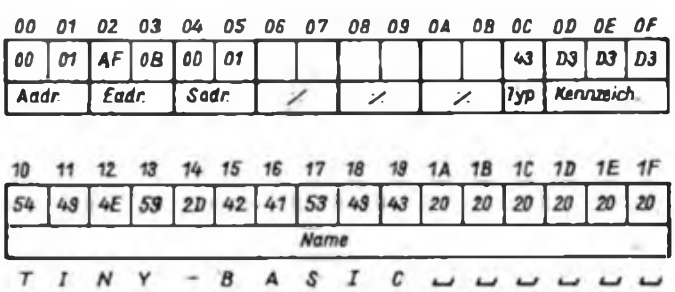

Bild 1: Aufbau des Filekopfes nach [1]
Bild 1 zeigt den Stromlaufplan der Schnittstelle. Bei eventuellen Änderungen ist zu beachten, daß alle Schnittstellenleitungen negiert sind. Die Optokoppler dienen lediglich dem Schutz vor ungewollten Beeinflussungen.
Als günstigste Variante der Kennzeichnung bot sich der Filekopf (Header) das Kassetten-Interface-Programms HEADERSAVE von R. Brosig an. Der Aufbau des Filekopfes ist im Bild 1 dargestellt und in [1] näher beschrieben.
– Ist der Kopf des gesuchten Programms gefunden, werden ihm Anfangs- bzw. Endadresse entnommen (vgl. Bild 1) und der oben erwähnten Transferroutine übergeben.